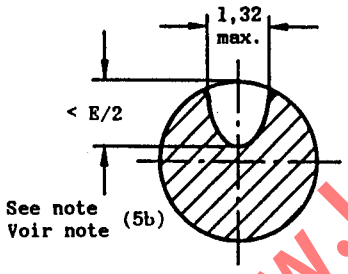

Figure 2
b) They shall be such that the depth of the indentation is not greater than one-half of the original pin diameter. See Figure 2.